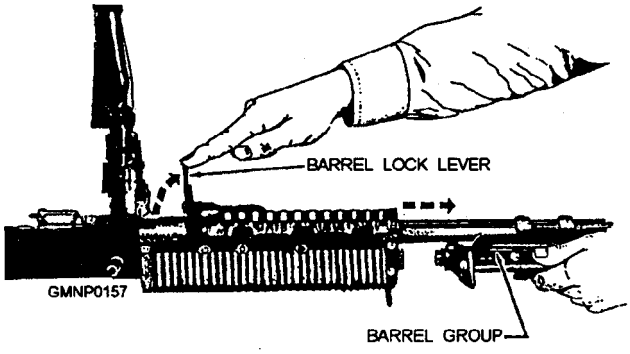

Figure 3-83.—Removing the barrel assembly.
REMOVING THE BARREL ASSEMBLY.— The barrel assembly consists of the barrel, the flash suppressor, the front sight biped assembly, and the gas cylinder. To remove the assembly, raise the barrel lock lever to the vertical position and remove the barrel assembly by pulling it to the front, as shown in figure 3-83.
1. Make sure the barrel lock lever is in the vertical position, as shown in figure 3-83. Insert the rear of the barrel under the barrel cover and align the gas cylinder nut with its recess in the forearm assembly. Lower the barrel lock lever.